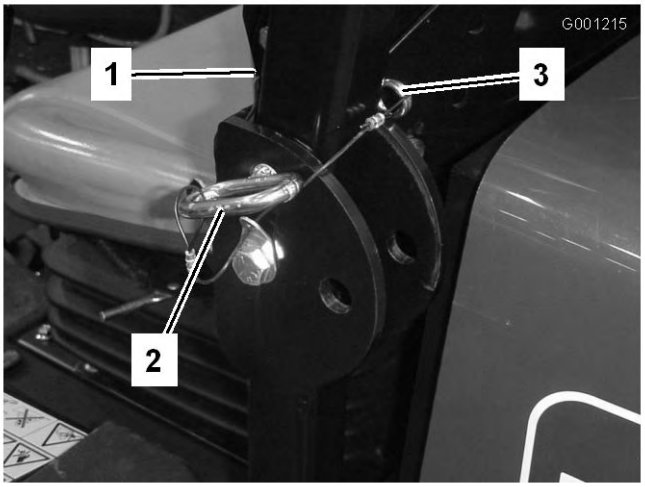

Figure 29
1. Pour abaisser l'arceau de sécurité, retirez les goupilles fendues puis les deux axes (Figure 29).
3. Posez les deux axes et fixez-les avec les goupilles fendues (Figure 29).
4. Pour relever l'arceau de sécurité, retirez les goupilles fendues puis les deux axes (Figure 29).
5. Relevez complètement l'arceau de sécurité puis insérez les deux axes et fixez ces derniers avec les goupilles fendues (Figure 29).